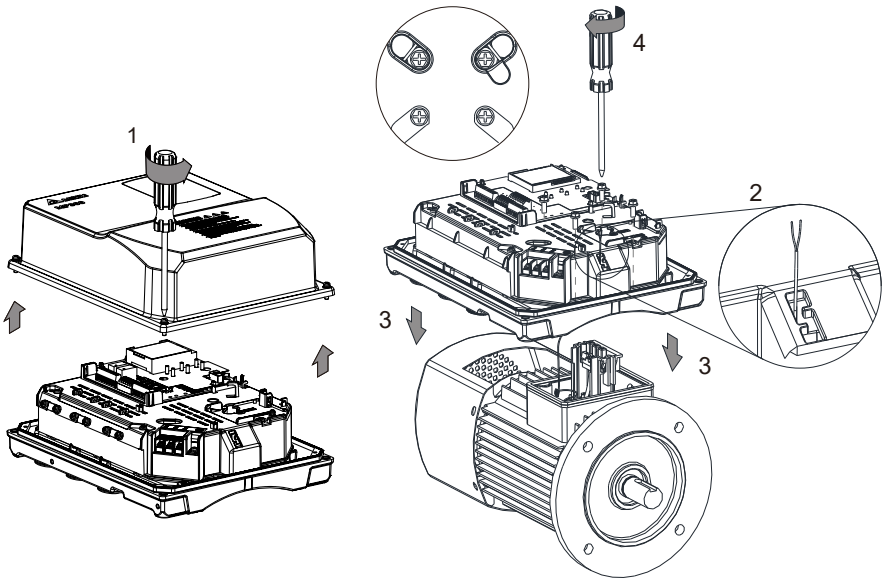

Figure 4-4
3. Assemble the AC motor drive and the motor according to the direction arrow shown in the Figure 4-4. If the thermal wire is assembled, pay attention that do not let the thermal wire exceed the waterproof ring's boundary on the motor terminal box, otherwise the thermal wire will be flatted and broken.
4. Screw up four M5 screws according to the positions shown in the Figure 4-4